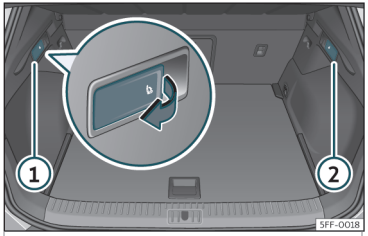

Fig. 103 In the luggage compartment: levers to unlock the rear backrest.
- Pull the remote release lever of the left part››› **Fig. 103** ① or right part ② of the backrest in the direction of the arrow. The released part of the rear seat backrest is folded automatically down and forwards.